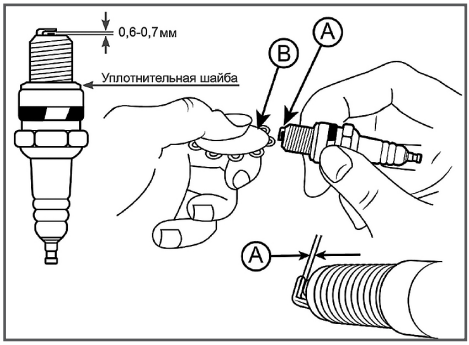

Рис. 11 Проверка зазора между электродами
4. Измерьте зазор между электродами свечи зажигания специальным щупом. Зазор должен быть 0,6-0,7 мм (Рис. 11). При увеличении или уменьшении требуемого зазора рекомендуется заменить свечу, так как регулировка зазора может привести к изменению качества искрообразования.